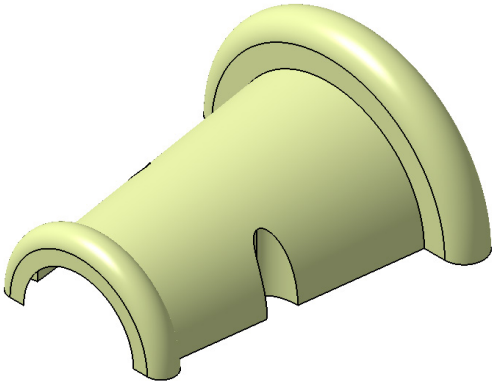

Figure 17-90 *Model after trimming the base surface*
3. Choose the **OK** button from the **Trim Definition** dialog box. The model after trimming the base surface is displayed in Figure 17-90.